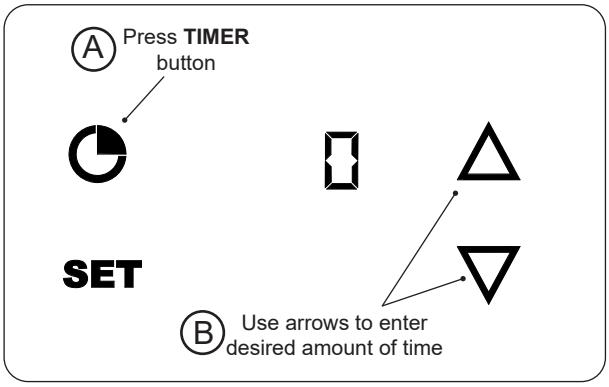

Fig. 35-1 Set timer
1. With the thermometer **on**, press the **TIMER** button once (Fig. 35-1, A). A zero will display indicating that no timer is set.
2. Press the **UP** or **DOWN** arrows to enter the desired amount of time or to modify an existing set time (Fig. 35-1, B).